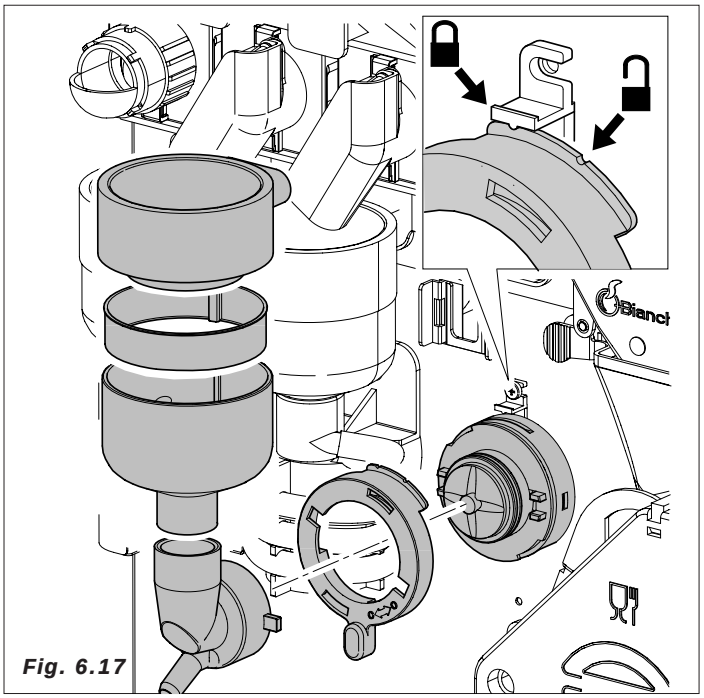

Fig. 6.17
– sumergir también en la solución, los embudos de agua, la cámara de mezcla, las aspas de las batidoras y los tubos de silicona *(Fig.6.17-Fig.18)*